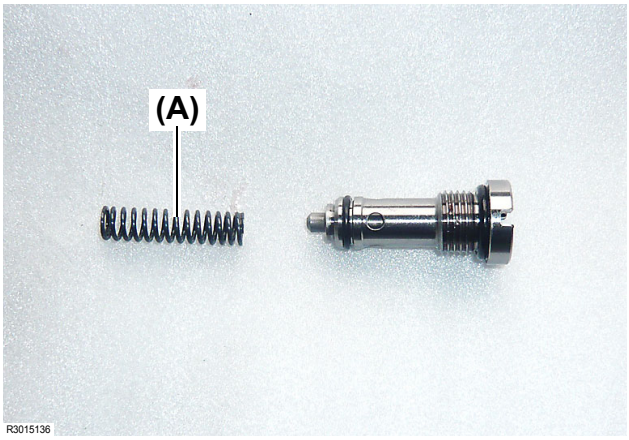

Fig. 28
16. Take out the spring **(Fig. 28, (A))** from the inside of the control valve.